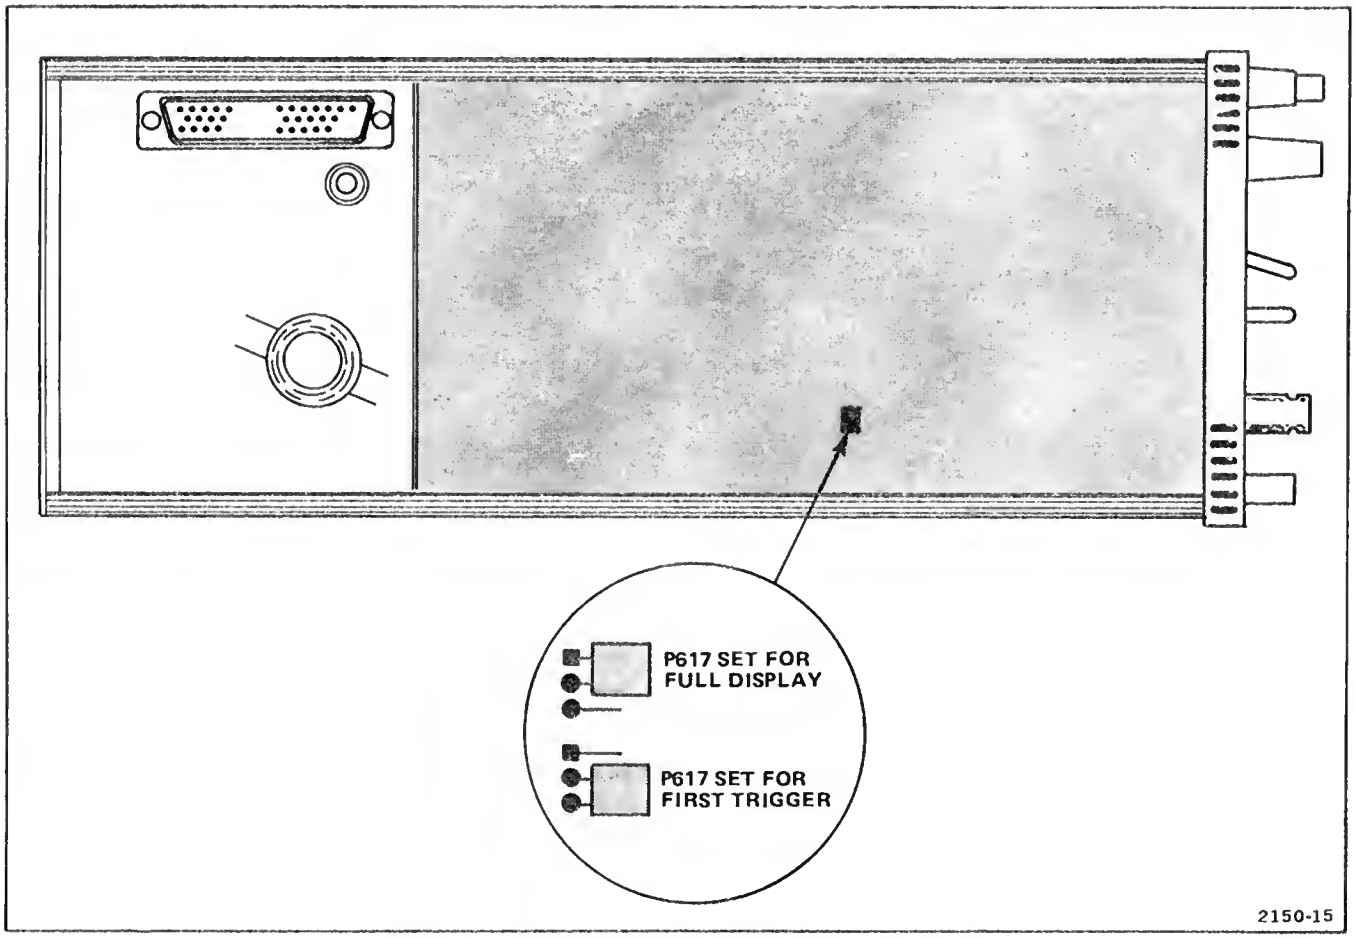

Figure 5-1. Location of 7D01 Full Display/First Trigger jumper.
1. Before connecting the DF1 Display Formatter to the 7D01 Logic Analyzer, set the 7D01 for "first trigger" operation (see Fig. 5-1), and check that the DF1 is set for Formatter Readout (FOR R).